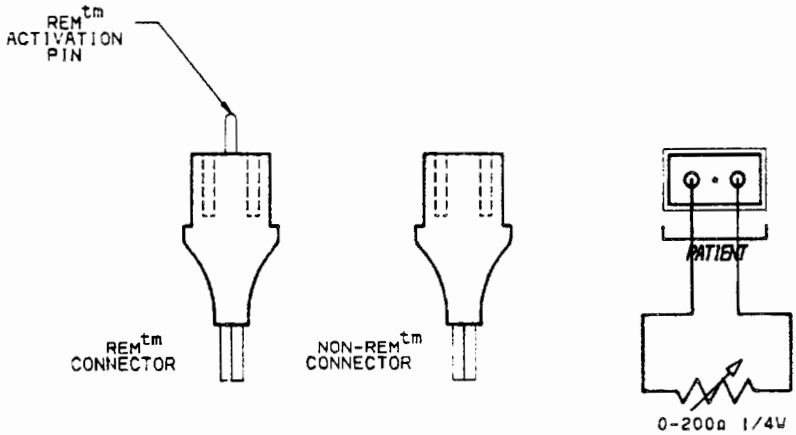

Figure 10.3 REM™ Test Circuit
1. Install a REM™–type connector and variable resistor as shown in Figure 10.3 to the PATIENT receptacle.